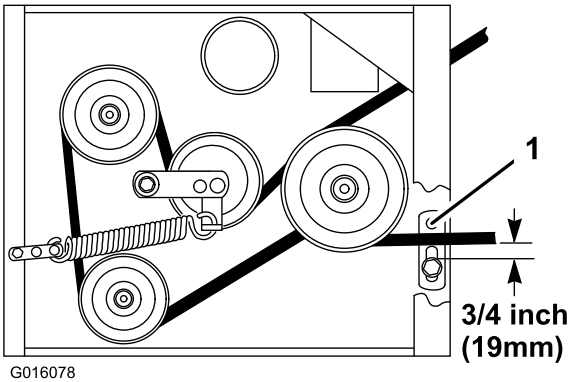

Figur 46
8. Kontroller remstyret under motorstellet for korrekt justering (Figur 46).
Bemærk: Afstanden mellem remstyret og plæneklipperremmen skal være 19 mm, når du indkobler plæneklipperremmen (Figur 46). Juster plæneklipperens remstyr efter behov. Når remstyrene er korrekt justeret, må remmen ikke hænge eller falde af remskiven i udkoblet tilstand.